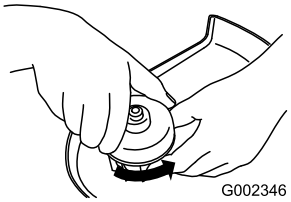

Figure 12
1. Tournez le chapeau dans le sens anti-horaire (Figure 12).